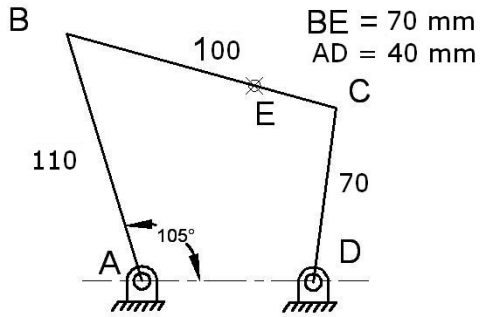

Fig. 1
Q.3 **(a)** For the mechanism shown in **Fig. 1,** draw velocity diagram and find out absolute velocity of point E and rubbing velocities at all the joint for equal radii of 20 mm. Take angular velocity of crank AB equal to 20 rad / s in counter clockwise direction. **07**
(b) For the mechanism shown in Fig. 1 (Q-3, a), draw acceleration diagram and find out the absolute acceleration of point C and E. **07**